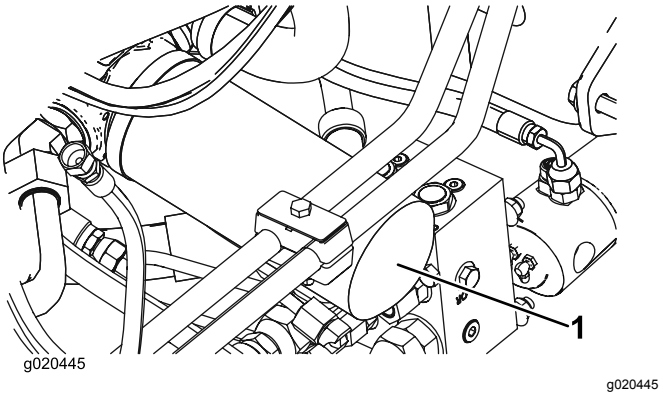

Figur 99
2. Rengør det område, hvor filteret monteres. Anbring en drænbakke under filteret, og afmonter filteret (Figur 99).